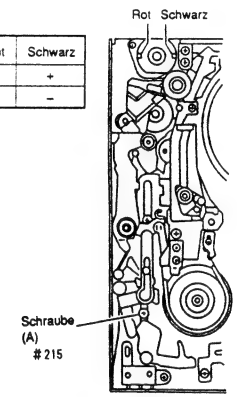
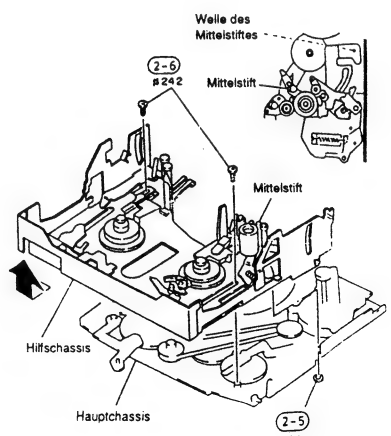

Abb. 2-46
Abb. 2-47
(2) Hilfschassiseinheit
3) Eine Gleichspannung von 3 V an den Lademotor (CN904) anlegen, so daß das Hilfschassis den Ladevorgang ausführt, bis die Schraube (A), mit der das Hilfschassis gehalten wird, gesehen werden kann. Wenn die Schraube (A) gesehen werden kann, die Gleichspannung von 3 V von dem Lademotor abtrennen und das Laden stoppen (siehe Abb. 2-46).
4) Die Schraube (A) entfernen und eine Gleichspannung von 3 V an den Lademotor anlegen, und zwar umgekehrt zu Schritt 3), um das Hilfschassis auf den Auswurfstatus zu schalten.
5) Eine (1) Scheibe entfernen, mit welcher der Mittelstift festgehalten wird (siehe Abb. 2-47).
6) Zwe (2) Befestigungsschrauben des Hilfschassis entfernen.